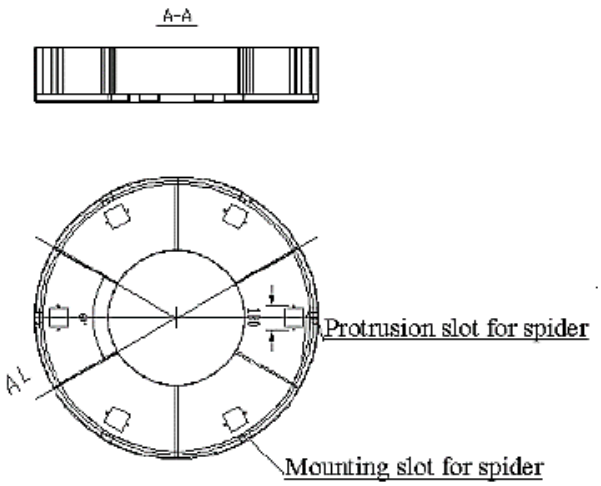
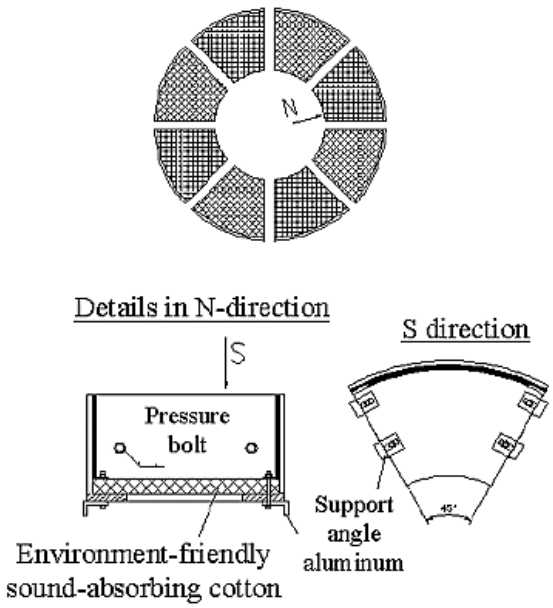

Figure 13: Integrated-type Structure of the Lower Noise Enclosure
Figure 14: Split-type Structure of the Lower Noise Enclosure
14.2.4.8.1- The lower noise enclosure takes the forms of integrated-type and split-type structure, refer to **Figure 13** and **Figure 14** for details.